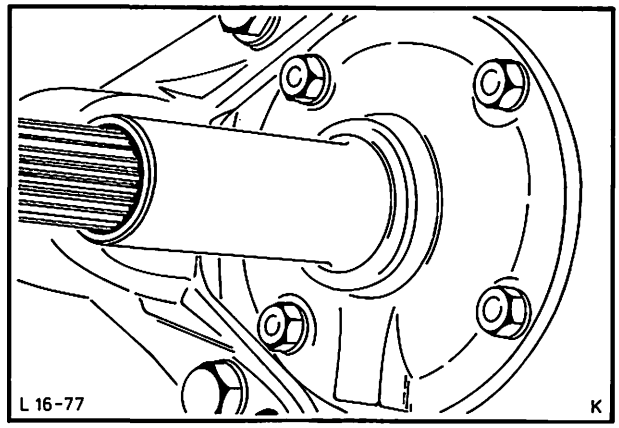

Abb. 93 Führungshülse – Drucklager entfernen
18. Führungshülse – Drucklager entfernen (4 Schrauben) und Antriebswelle herausziehen, Abb. 93.